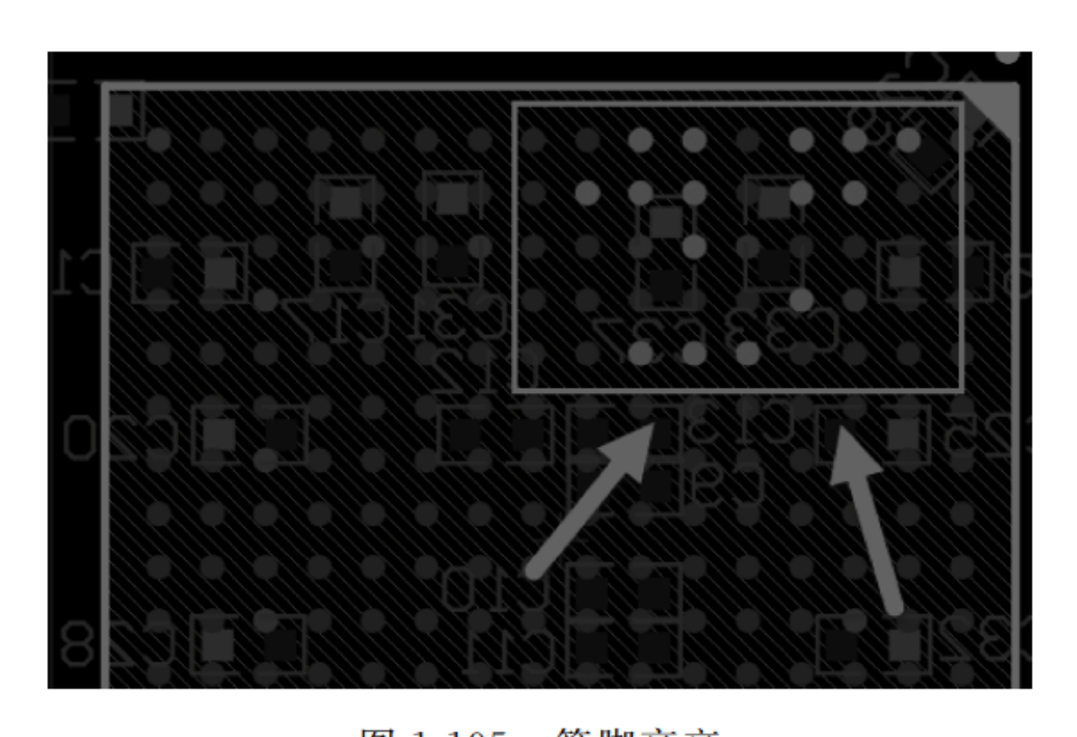

图 1-195 管脚高亮
(1) 选择需要调整的 Bank,单击工具栏中“交叉探针”按钮,PCB 中相应的 Bank 内的管脚就会高亮,如图 1-195 所示。